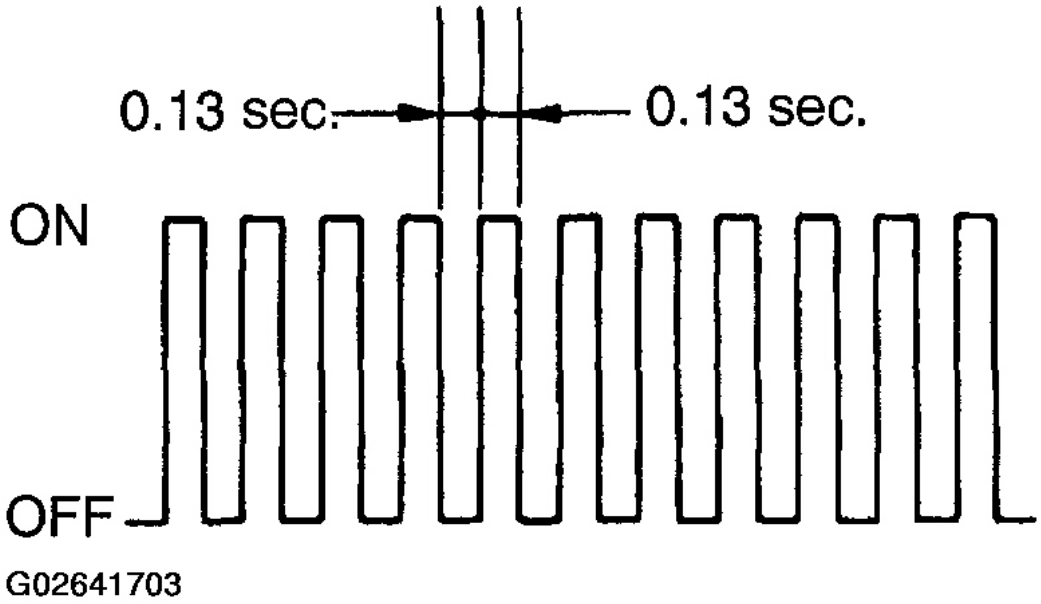

Fig. 8: Identifying MIL Flashes
5. Change the ECM to check mode with the hand-held tester. Enter the following menus: DIAGNOSIS / ENHANCED OBD II / CHECK MODE. Make sure the MIL flashes as shown (see **Fig. 8**).